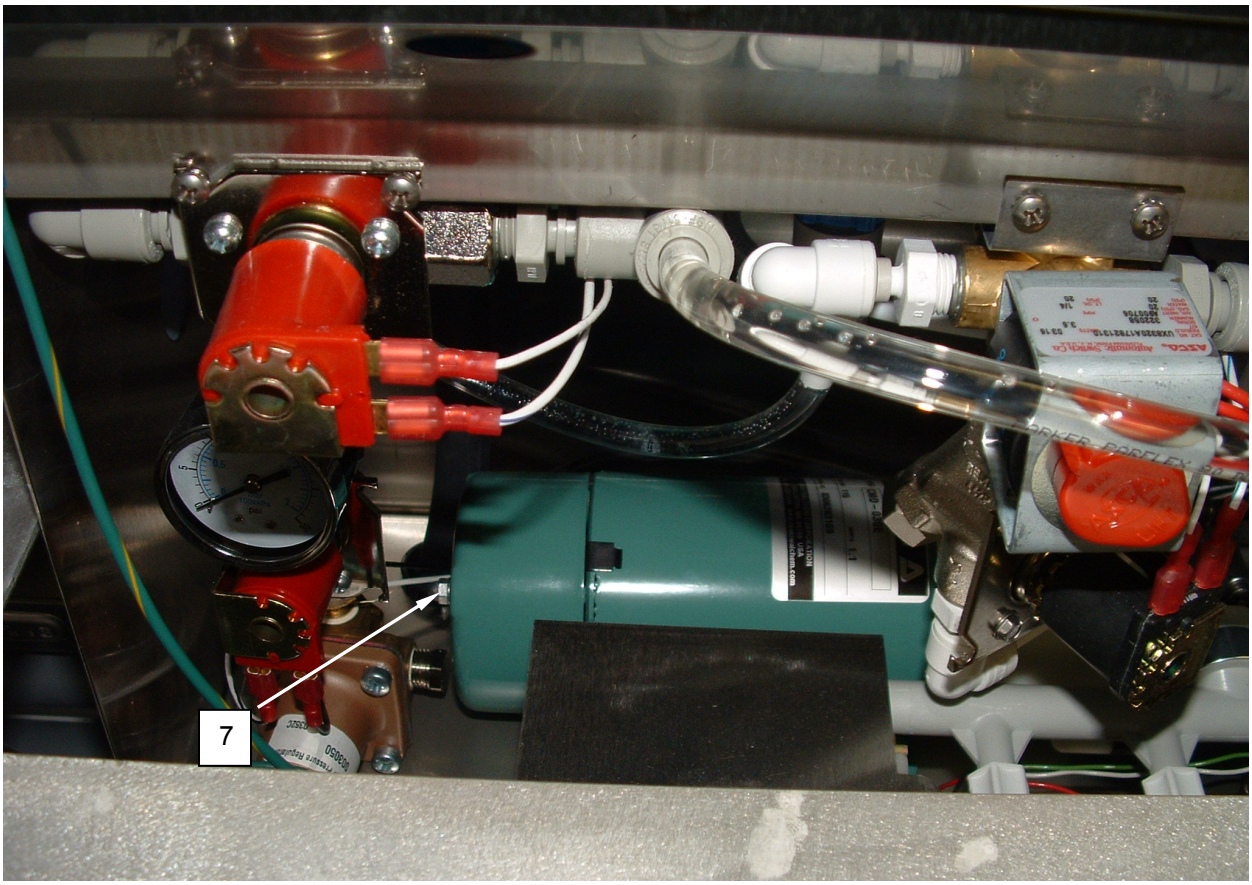

Figure 6. Replace the Pump.
2. Unlatch key lock, and remove cover **(Figure 6, Item 2)**.
3. Tag and disconnect the pump **(Figure 6, Item 7)** water connections.
4. Remove the screws and nuts retaining the pump **(Figure 6, Item 7)** and withdraw the pump from the automatic soap dispenser housing.
5. Tag and disconnect the wiring from the pump **(Figure 6, Item 7)** and remove the pump.
6. Connect the wiring to the replacement pump **(Figure 6, Item 7)** as tagged.
7. Install the pump **(Figure 6, Item 7)** into the automatic soap dispenser housing.
8. Connect the pump **(Figure 6, Item 7)** water connections as tagged.
9. Secure the pump **(Figure 6, Item 7)** to the automatic soap dispenser housing with screws and nuts.
10. Install cover **(Figure 6, Item 2)** and latch.